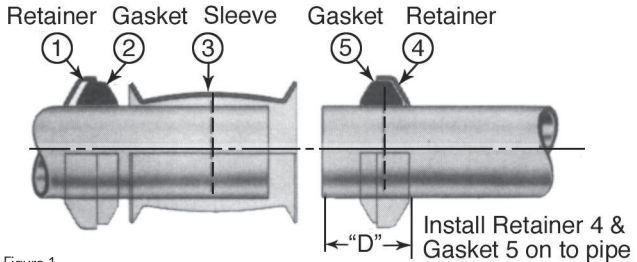
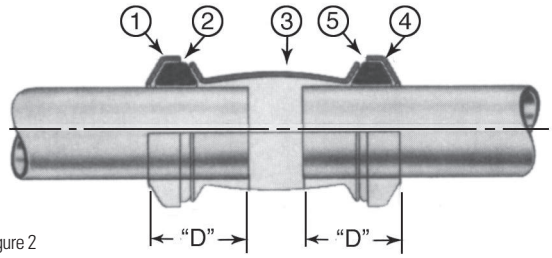
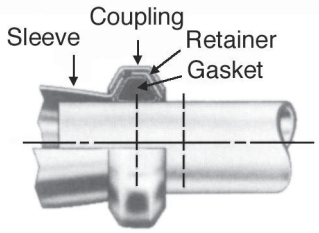

Figure 1
Figure 2
Figure 4
- Install retainer (1), gasket* (2) and sleeve (3) on one side of pipe in sequence shown in Figure 1.
- Install remaining retainer (4) and gasket (5) on other pipe end.
- Position retainer (4) and gasket (5) to proper pipe insertion depth ("D") as shown in Table 1.
- Slide sleeve (3) to gasket (5) and move gasket (2) and retainer (1) into position as shown in Figure 2. Pipe must be inserted to proper depth ("D") into both gaskets as shown in Table 1.
Install both V-couplings, encompassing the retainer, gasket and sleeve as shown in Figure 4. Do not tighten either coupling until the entire joint is assembled (See Figure 2). Tighten nuts to the torque specified in Table 2. Do NOT lubricate the nut or bolt before assembly. The gap method outline in Table 3 may be used for standard gaskets only.